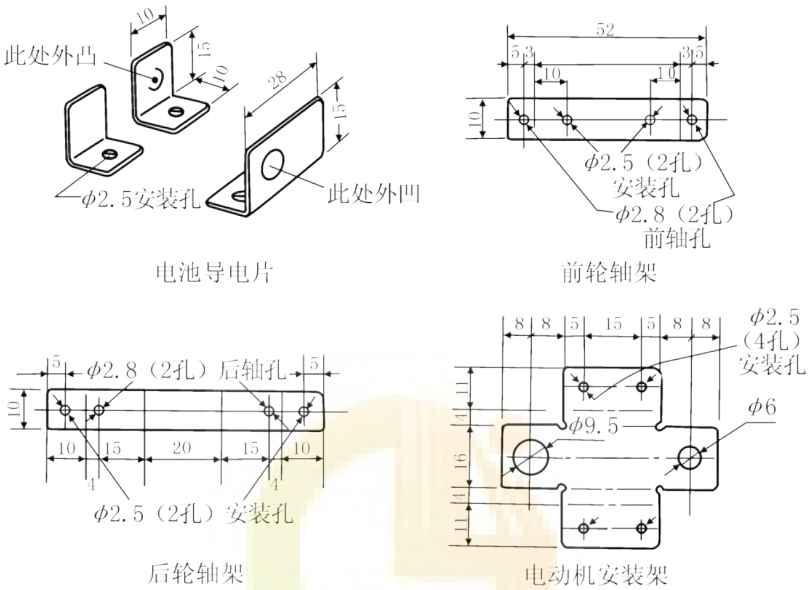

图5　各种支架
1. 固定支架由于要承受一定的载荷，所以在选材和结构上都应保证构件受力时不会变形，一般用铁皮制作（图5）。